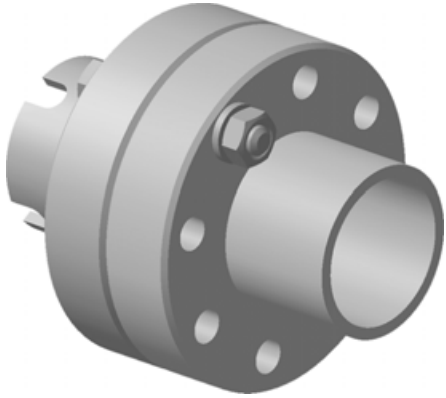

Рис. 8.148
- С обратной стороны добавьте в сборку компоненты **Шайба** и **Гайка** диаметром 6 (рис. 8.148).